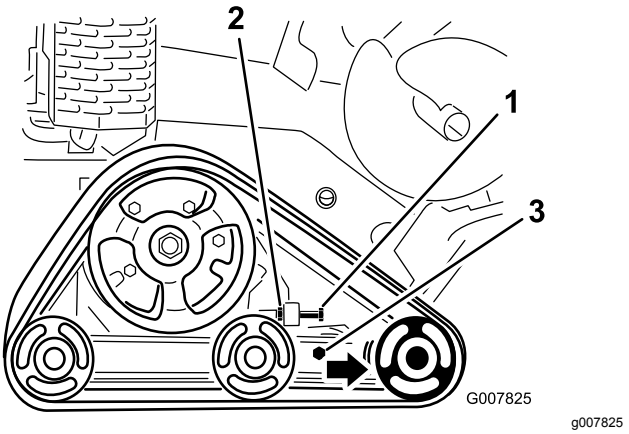

Figur 46
3. Lossa kontramuttern på larvbandets spännskruv och klämskruvarna på spännarmen (Figur 46).
4. Dra åt spännskruven till 32,5–40 Nm så att larvbandet spänns (Figur 46).
4. För spännskruven och kontramuttern bakåt (Figur 46).
5. Lossa klämskruvarna (Figur 46).